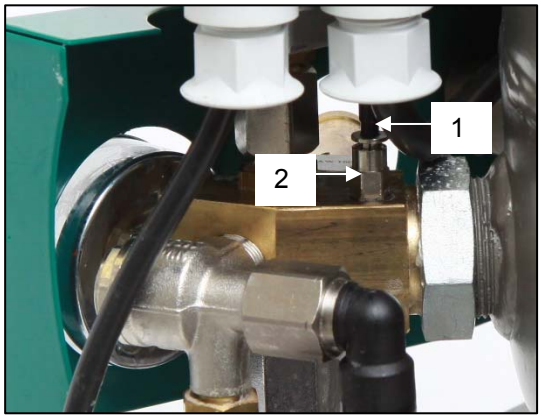

Fig. 8
12.2. **Connecting the cabinet pressure gauge hose to the compressor** (Fig.8)